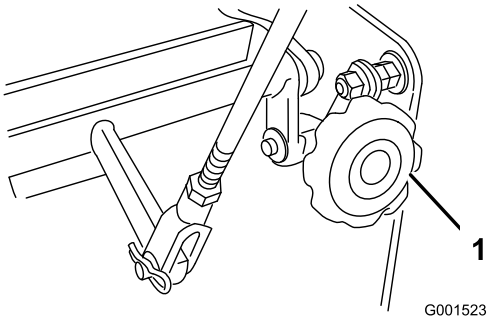

Figura 39
4. Si la unidad se desvía hacia un lado, gire el mando de ajuste de la dirección. Gire el mando a la derecha para dirigir la máquina hacia la derecha, y a la izquierda para dirigir la máquina hacia la izquierda (Figura 39).